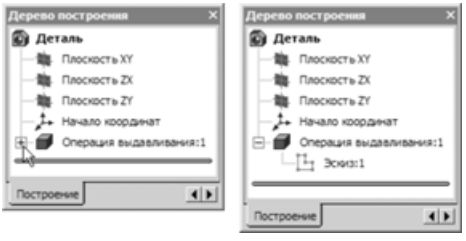

Рис. 2.47
- Посмотрите на дерево построения (рис. 2.47). В нем появился первый элемент — **Операция выдавливания:1**. Этот элемент соответствует основанию детали. Слева от названия операции отображается знак "+". Щелкните на нем мышью.